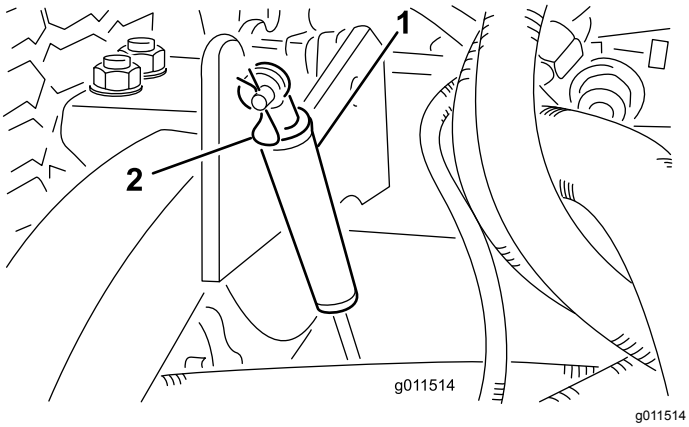

**Figuur 100**
2. Verwijder de R-pen waarmee de dempers zijn bevestigd aan de hefarmen (Figuur 100).